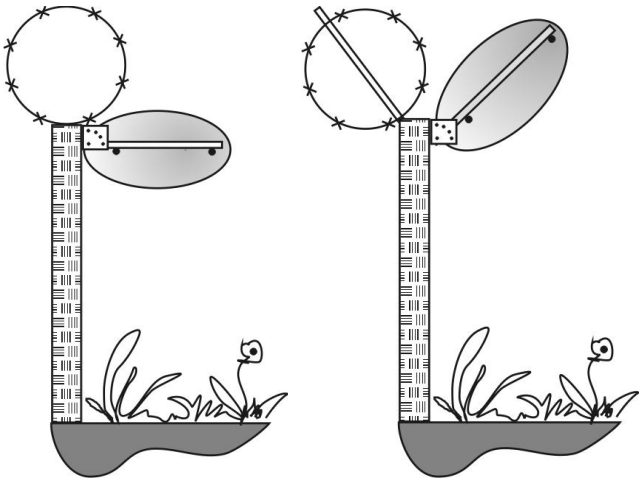

Рис. 2.2
2.4 При необходимости можно включить в ЗО физические препятствия (ленту АКЛ рис. 2.2, колючую проволоку или др.). При этом необходимо учитывать, чтобы протяженные металлические предметы (АКЛ и др.) не попадали в ЗО, т. к. при ветре или дожде они могут вызывать ложные срабатывания.